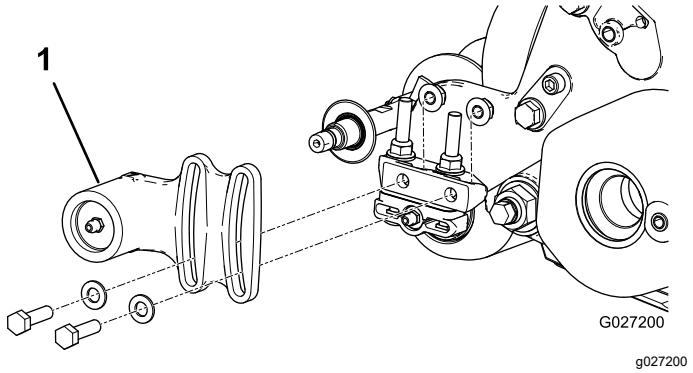
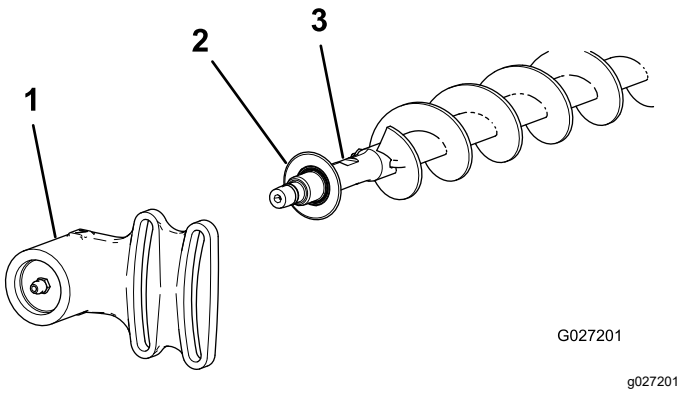

図 21
図 22
1. すでにローラブラシが取り付けられている場合は、駆動側でない方のベアリングハウジングをベアリングハウジング取り付けブラケットに固定しているボルト2本、ワッシャ、ナットを取り外す図 21 と 図 22。
2. ブラシのシャフトから、非駆動側ベアリングハウジングとエクスクルーダシールを外す図 22。
9. 非駆動側ベアリングハウジングとエクスクルーダシールをブラシシャフトに取り付ける図 22。